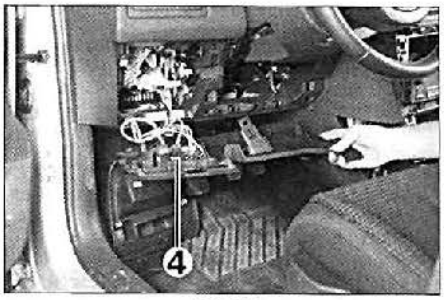

FIG. 11
• Desconectar los diferentes conectores (4) y desmontar el panel **(fig. 11)**.